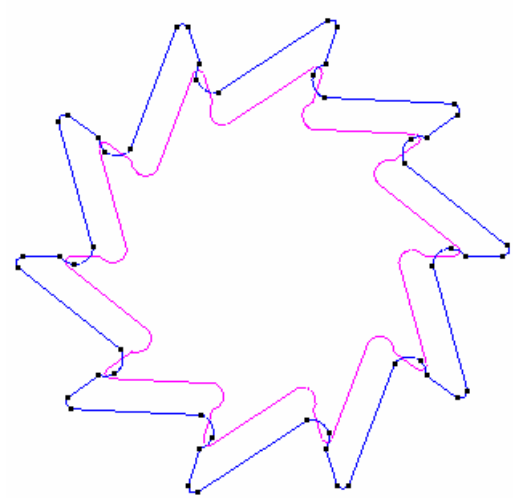

Figure 16. Creating a surface starting from the contour
3. Press **ESC** again to exit the function. The result is shown in Figure 16.